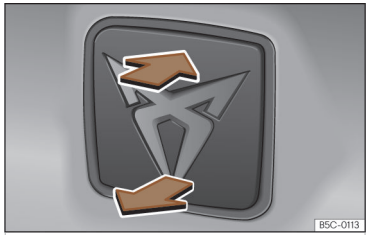

Abb. 75 Heckklappe: Öffnen von außen
- *Öffnen*: Drücken Sie auf den oberen Bereich des Emblems CUPRA und heben Sie die Klappe an. Sie öffnet sich selbsttätig ››› **(Abb. 75)**.